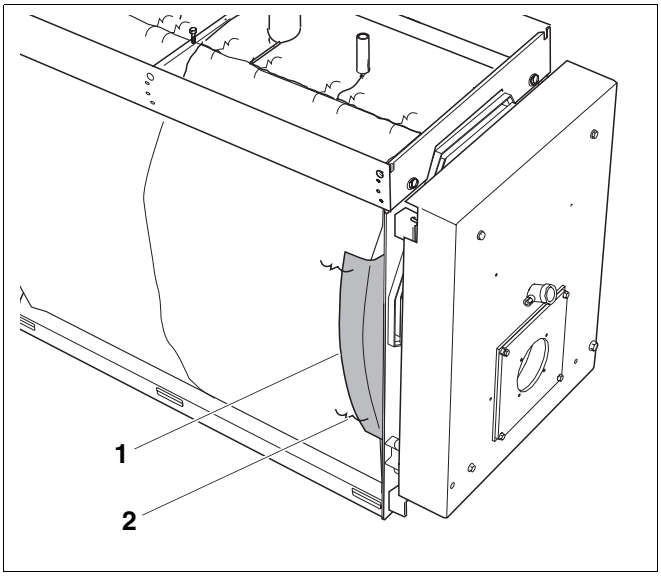

Fig. 23 Montaggio di strisce in fibra di vetro
- Fissare le strisce nere in fibra di vetro fornite in dotazione sul bordo anteriore dell'isolamento termico del blocco caldaia su entrambi i lati (fig. 23, **pos. 1**) con 2 fermagli ciascuna (fig. 23, **pos. 2**) e rivoltarle verso l'interno. Per le grandezze caldaia 590 – 1260 potrebbe essere necessario accorciare le strisce.